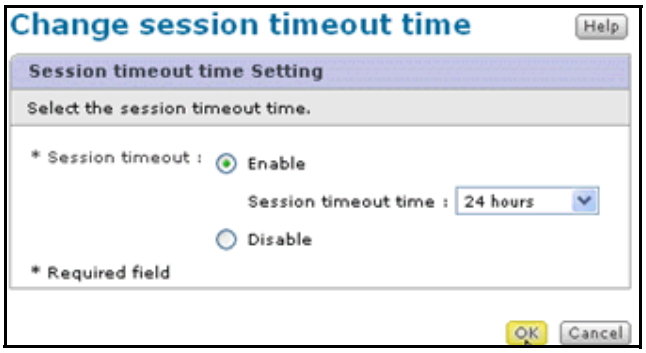

Figure 3-9: Change Session Timeout Window
6. Click **Change session timeout time**. The Change session timeout time screen appears as shown in Figure 3-9.